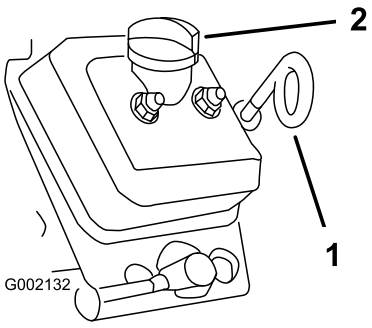

Figuur 18
3. Maak de omgeving van de oliepeilstok en de vuldop (Figuur 18) schoon met een vod zodat vuil niet in de buis van de peilstok of de vulopening kan vallen en de motor beschadigen.
4. Verwijder de peilstok en veeg het uiteinde schoon (Figuur 18).
5. Schuif de peilstok helemaal in de vulbuis (Figuur 18).
8. Plaats de vuldop terug; zie Figuur 18.
9. Steek de oliepeilstok helemaal in de opening (Figuur 18).